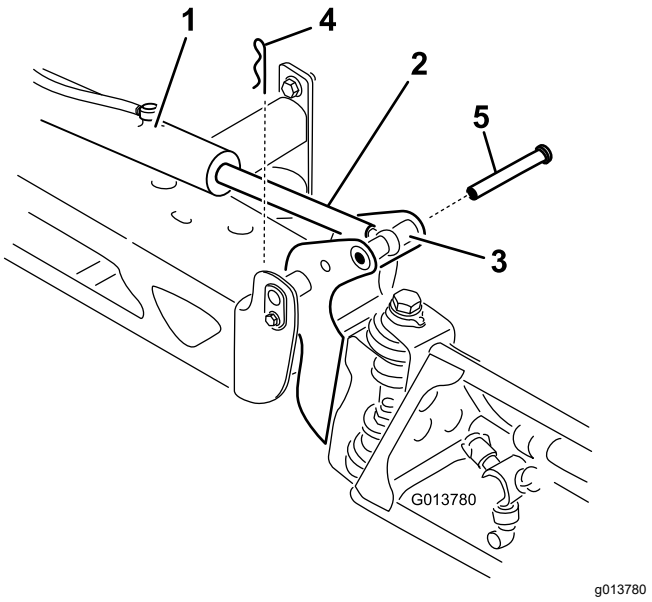

Figura 74
2. Retire la chaveta del pasador (Figura 74).
3. Eleve la sección, retire el pasador, y baje la sección lentamente al suelo (Figura 74).
7. Sujetando la sección de fumigación, introduzca el pasador a través del pivote del brazo y del émbolo del actuador (Figura 74).